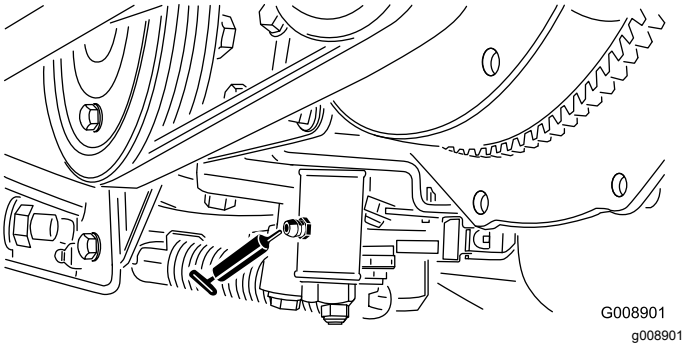

Figuur 56
- Afstelmechanisme neutraalstand (Figuur 56)